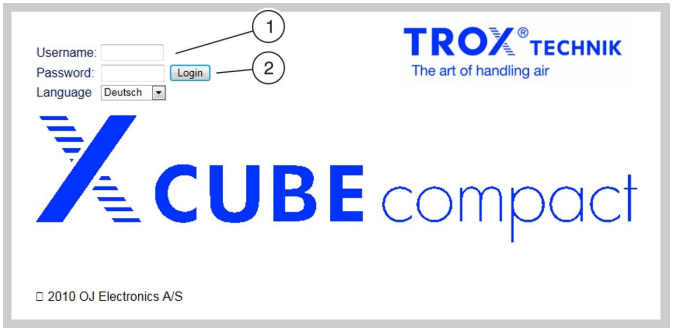

Fig. 42: Logging in to the web server
1. ▸ Enter your user name (Fig. 42/1).
3. ▸ Select the *'Login'* (Fig. 42/2) button.